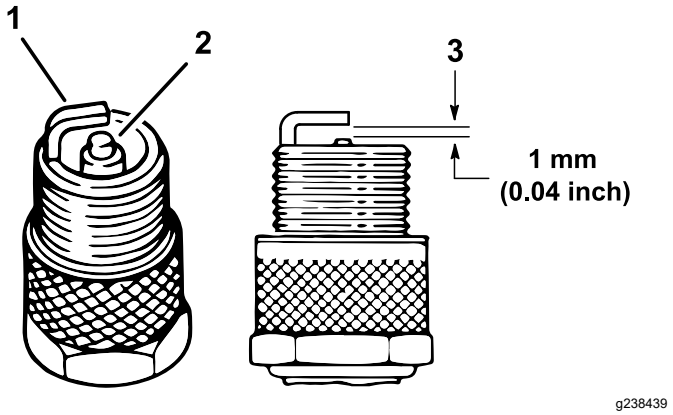

**Figura 36**
4. Compruebe el estado del electrodo lateral, el electrodo central y el aislamiento del electrodo central para verificar que no están dañados (Figura 36).
5. Ajuste la distancia entre los electrodos central y lateral a 1 mm (0.04"), como se muestra en la Figura 36.